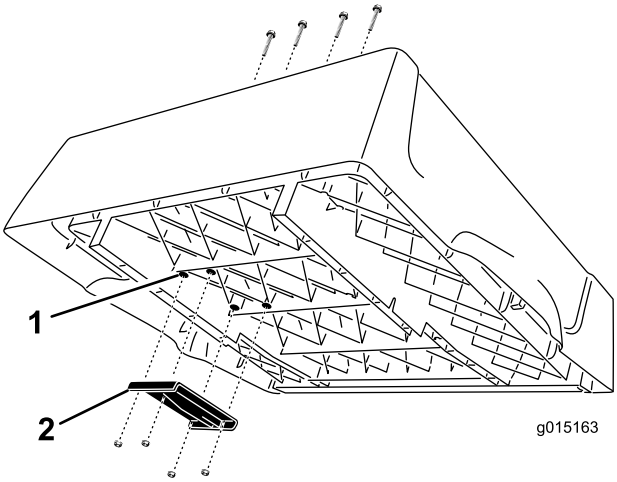

Figur 4
1. Leta upp de fyra naven på undersidan av lådans högra sida (Figur 4). Använd en borr med ett borrskär på 9,5 mm och borra försiktigt upp genom naven och gör fyra hål genom flakets golv.
2. Montera det övre lyftfästet till lådans undersida med fyra krysskruvar med koniskt huvud (3/8 x 2–1/2 tum) och låsmuttrar med fläns (Whiz lock) (3/8 tum). Placera fästet i enlighet med Figur 4.